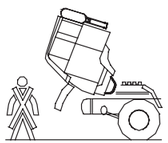

fig.4
(3) When tilting , anybody cannot stand in the near front of the cab (fig4)
(4) Turn the tilting hand lever of the tilting oil pump to "↑"position ,tip up the cab with hand pump.
(5) Turn the tilting hand to :"↓"position , tip down the cab to its original position with hand pump.